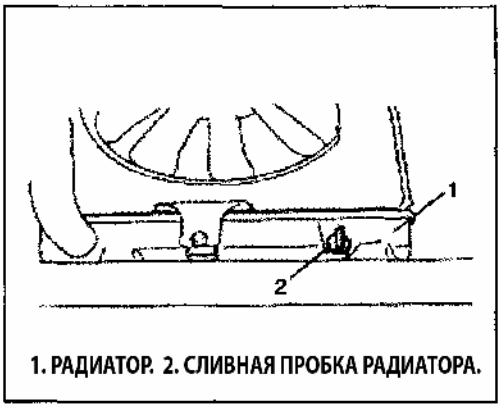

Рис. 278
3) Остановите двигатель и слейте ОЖ (Рис. 278).